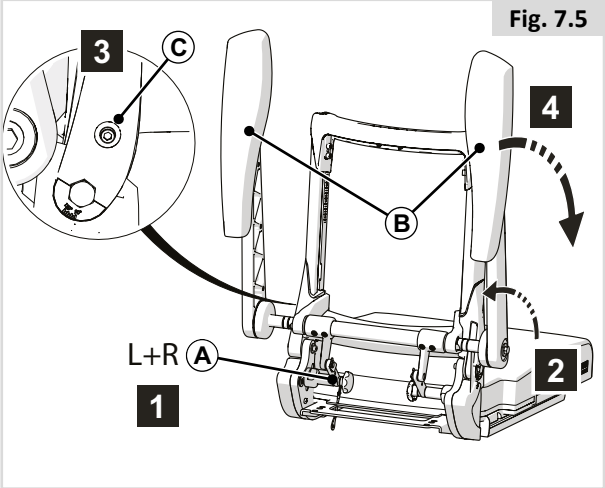

Fig. 7.5
7.4 Neerklappen rugleuning met opklapbare, meebewegende armsteunen (fig. 7.5)